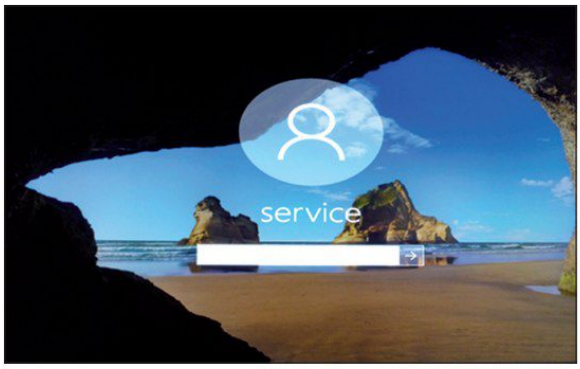

Bild 3: Anmeldefenster
5. Am Ende des Startvorgangs erscheint das Anmeldefenster auf dem Bildschirm **(Bild 3)**. Welchen Zweck verfolgt die Angabe von Benutzername und Kennwort?